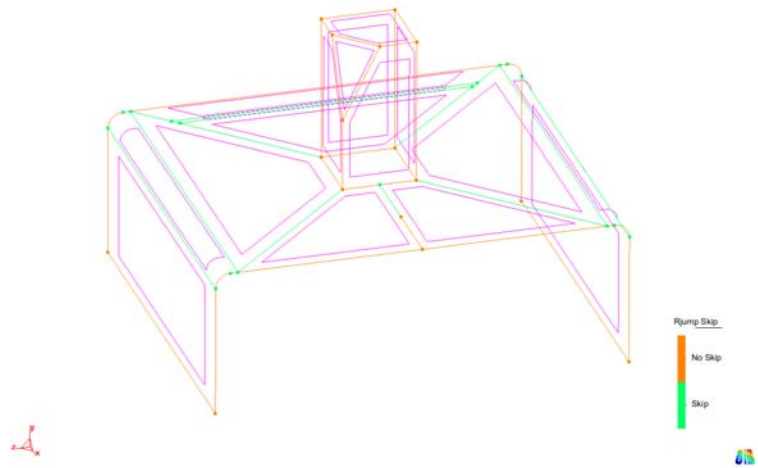

Figure 12. Entities that will be skipped and not skipped using the RJump mesher.
2. Select **Mesh→Draw→ Skip entities (Rjump)** to display the entities that will and will not be skipped in different colors. As is shown in Figure 12, line 43 will now not be skipped; the rest of the lines are unaffected, and RJump will either skip or mesh them according to its criteria.